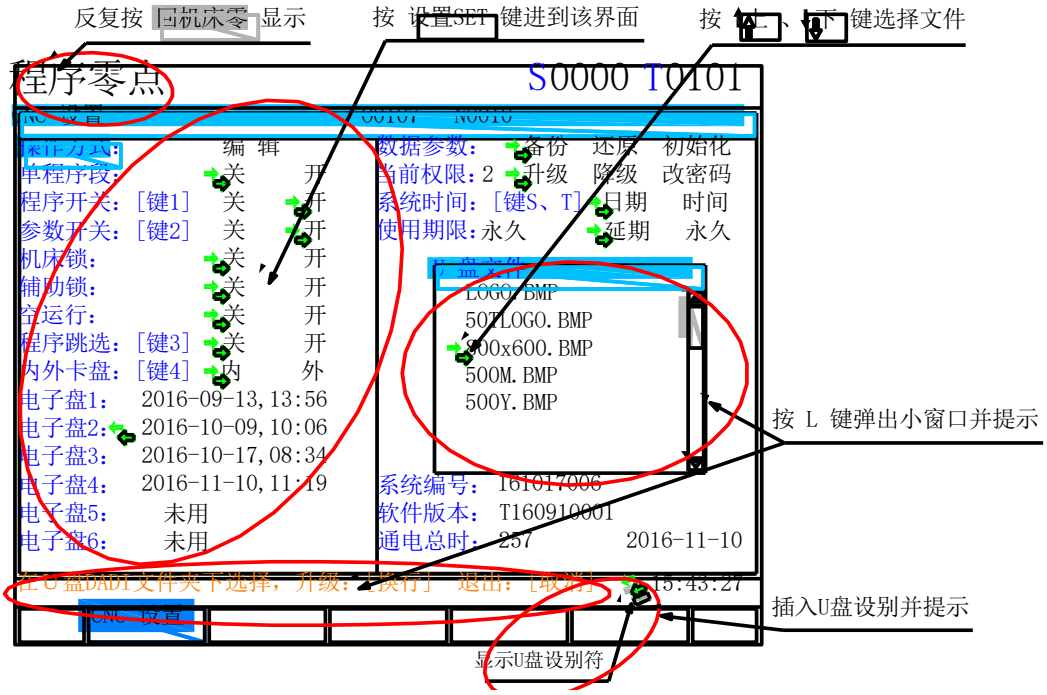

图 10.2.2-1
① 准备好 U 盘，并确保是按 FAT32 文件系统进行格式化。在 U 盘根目录建一个 dadi 子目录，将开机界面文件（如 500tjm.bmp，文件扩展名必须是 .bmp）拷贝到 U:\dadi 目录下；
② 连接 U 盘到 CNC ，直到数控系统显示 U 盘设别符，如图 10.2.2-1；
③ 反复按 回机床零 键，进到 程序零点 状态；
④ 按 设置 SET 键，到设置界面，如下图 10.2.2-1；
⑤ 按 L 键，弹出导入小窗口，如上图 10.2.2-1。 并提示：在 U 盘 DADI 文件夹下选择，升级：[换行] 退出：[取消]
⑥ 按 ↑上 、↓下 键移动绿色小箭头光标，选择开机界面文件；
⑦ 按 换行 EOB 键开始导入；
⑧ 导入完成，等 3～5 秒钟，重新上电